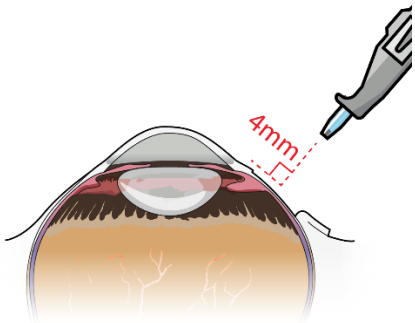
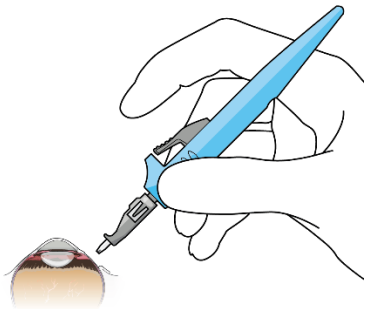

Figure 38
Figure 39
- Slowly insert the implant through the sclero-pars plana incision perpendicular to the globe (Figure 38 and Figure 39).